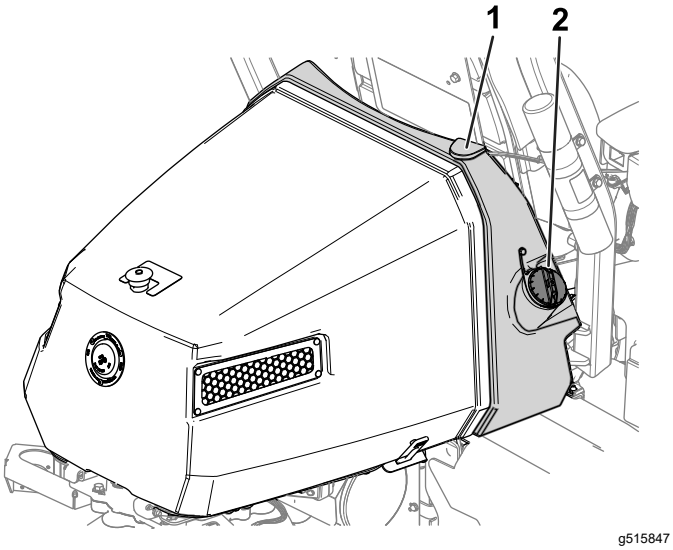

Bild 26
2. Reinigen Sie den Bereich um den Tankdeckel und nehmen Sie den Deckel ab (Bild 26).